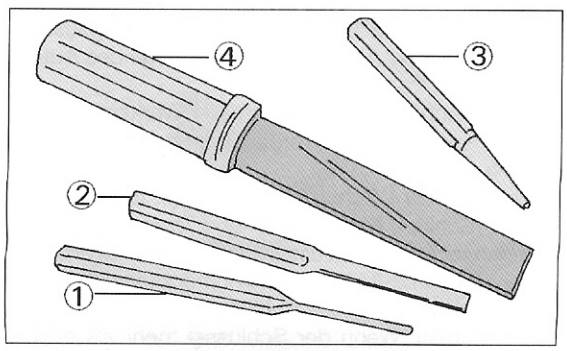

Bild 12
- Ein Durchschlag (Durchmesser 3 und 6 mm) ist bei Montage- und Demontagearbeiten an Fahrwerk, Motor und Bremsen universell einsetzbar. Wenn Sie damit Haltebolzen entfernen: Achten Sie darauf, dass die Auflagefläche des Durchschlags etwa der Größe der Bolzen entspricht, da diese sich sonst verformen. In Bild 12 geben wir Ihnen weitere Beispiele von Teilen, die im Werkzeugsatz unerlässlich sind. **Hier ein Wort der Warnung:** Nach mehrmaliger Benutzung eines Durchschlags bilden sich durch das Aufschlagen mit dem Hammer Grate, welche wie Ausfransungen aussehen. Ohne Vorwarnung kann es also passieren, dass sich ein Stück des breit geschlagenen Materials löst und in die Augen springt. Arbeiten Sie also nur mit Durchschlägen, welche auf der Aufschlagseite noch einwandfrei aussehen. Als Abhilfe kann man einen solchen Dorn kurz nachschleifen lassen, damit er wieder „unfallsicher" aussieht.
- Mit einem Flachmeißel (gehärtete Schneide, siehe Bild 12) werden Sie zur Not auch mit deformierten oder festgerosteten Schraubverbindungen fertig, indem Sie die Mutter mitsamt dem Gewindebolzen abmeißeln. An „weichen" Stellen sollten Sie jedoch von einem Helfer einen Hammer an der Schlagstelle unterhalten lassen, damit es keine Verbiegungen gibt.